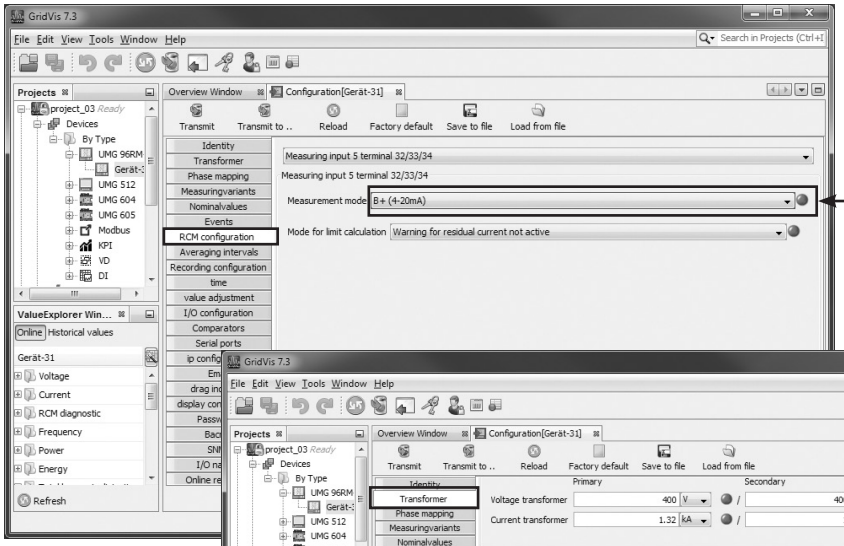

Figure 3:
- Inside the configuration window, open the area "*RCM configuration*". Set the measurement mode of the respective measurement input to "*B+ (4-20mA)*". See Figure 3.